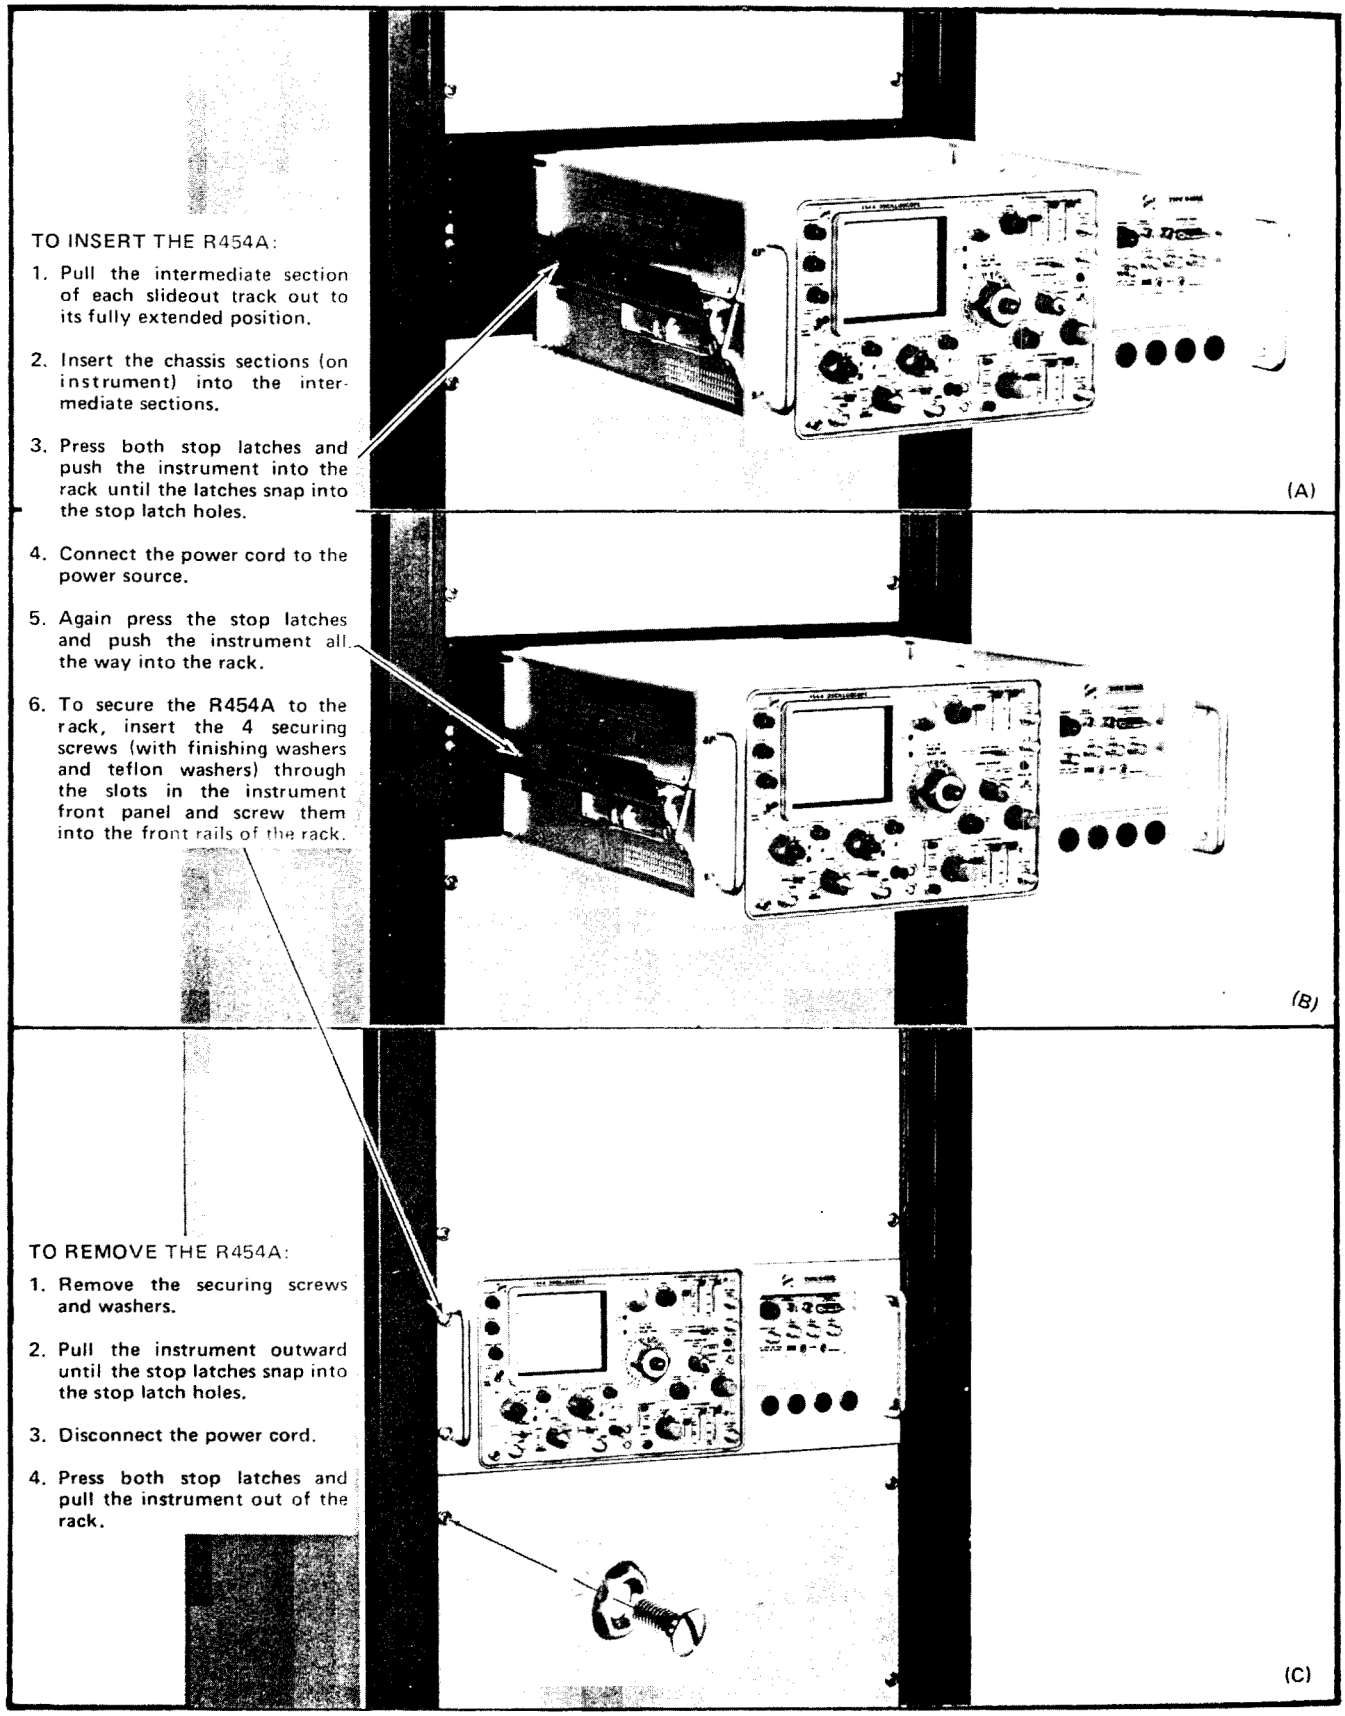

Fig. 6-9. Procedure for inserting or removing the instrument after the slideout tracks have been installed.
6. Refer to Fig. 6-9 to insert the instrument into the rack. Do not connect the power cord or install the securing screws until all adjustments have been made.
After initial installation and adjustment of the slide-out tracks, the R454A can be removed or installed by following the instructions given in Fig. 6-9. No further adjustments are required under normal conditions.